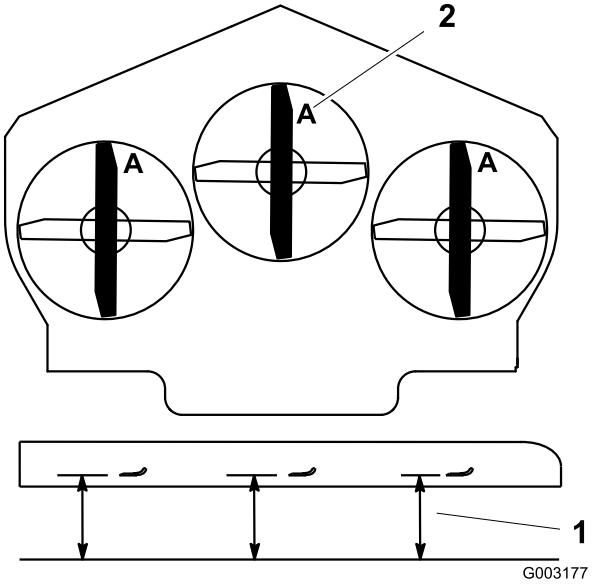

Figuur 80
3. Draai de messen totdat de uiteinden in de lengterichting liggen (Figuur 80). Meet de afstand tussen een horizontaal oppervlak en de snijrand, stand **A**, van de messen (Figuur 80). Noteer deze afstand.